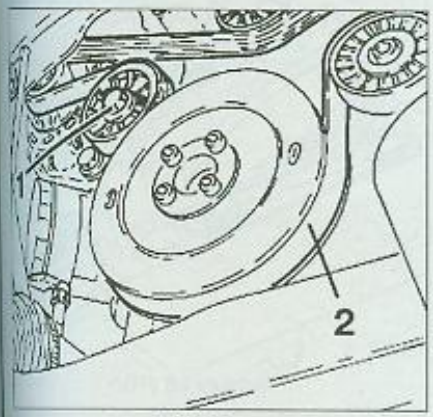

FIG. 13
- À l'aide d'une clé, tourner la vis (1) de la poulie de tendeur automatique dans le sens antihoraire afin de relâcher la tension de la courroie (2) **(Fig.13)**.